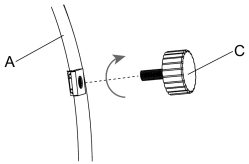

Figuur 1
2. Leg met behulp van een andere persoon de vuurtafel (A) voorzichtig op zijn kant op een niet-schurende vlakke ondergrond om krassen te voorkomen, controleer de vier hoeken aan de onderkant van de vuurtafel, lijn vervolgens de voetglijder (C) uit met het schroefgat en schroef met de klok mee (zie Figuur 1).